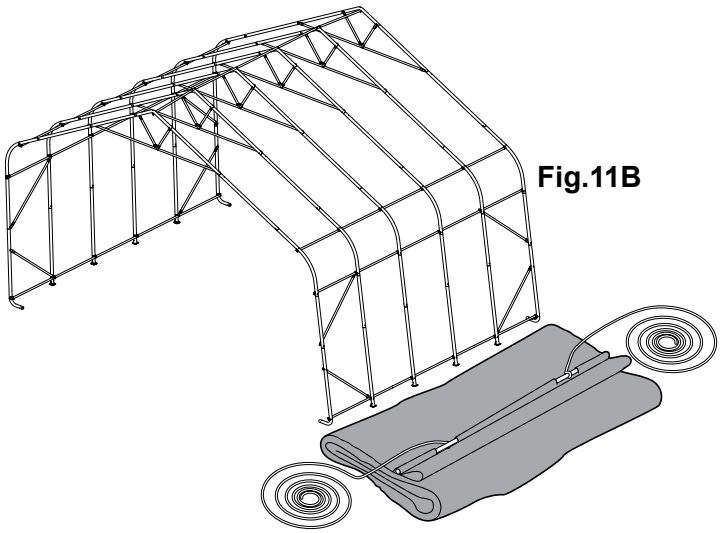

Fig.11B
B. Repliez le côté le plus proche de l'armature, de sorte que le fourreau pour tuyau soit accessible. Insérez un tuyau de toile à la première nervure centrale à partir de l'avant et à la première nervure centrale à partir de l'arrière, de sorte que les deux extrémités du tuyau soient insérées dans le fourreau et que le centre du tuyau soit exposé. Pour un abri allongé, il pourrait s'avérer nécessaire d'utiliser des tuyaux additionnels au centre (fig. 11B).